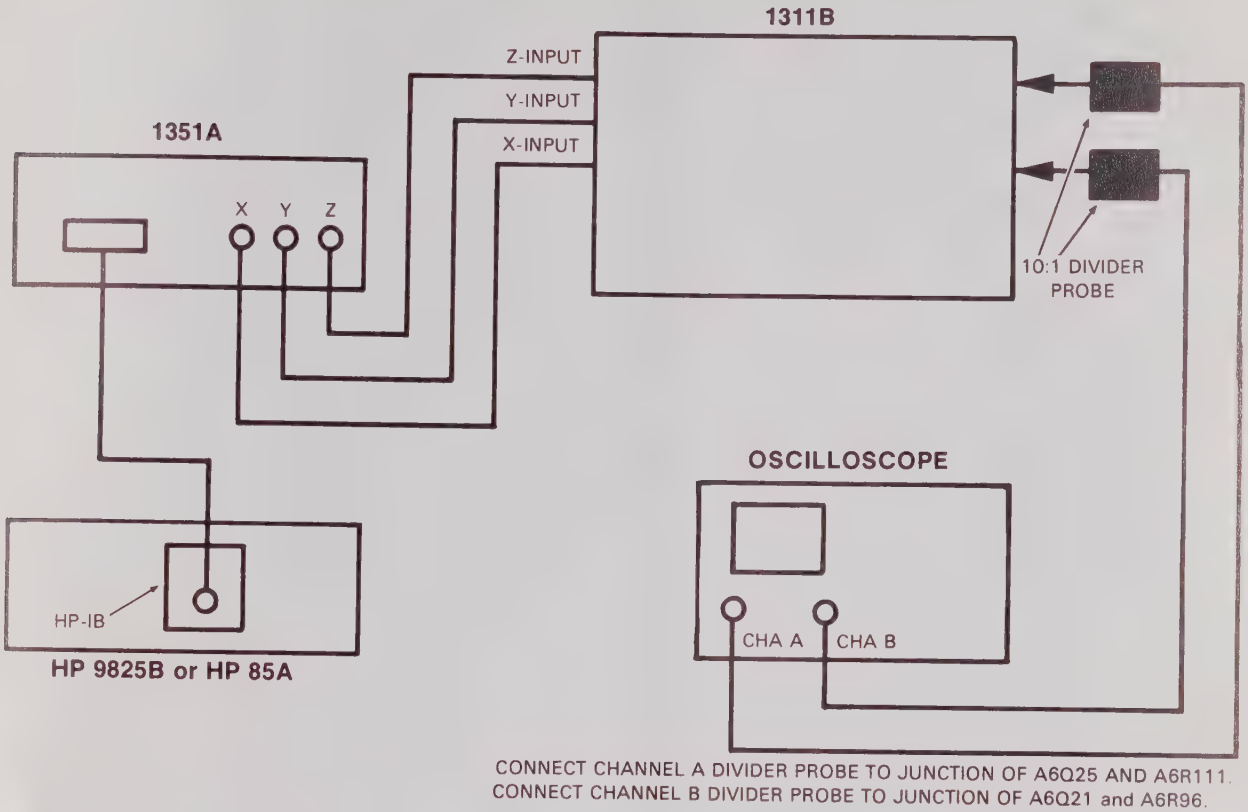

Figure 5-15. Dynamic Focus and Astigmatism Test Setup
a. Set up test equipment as shown in figure 5-15.